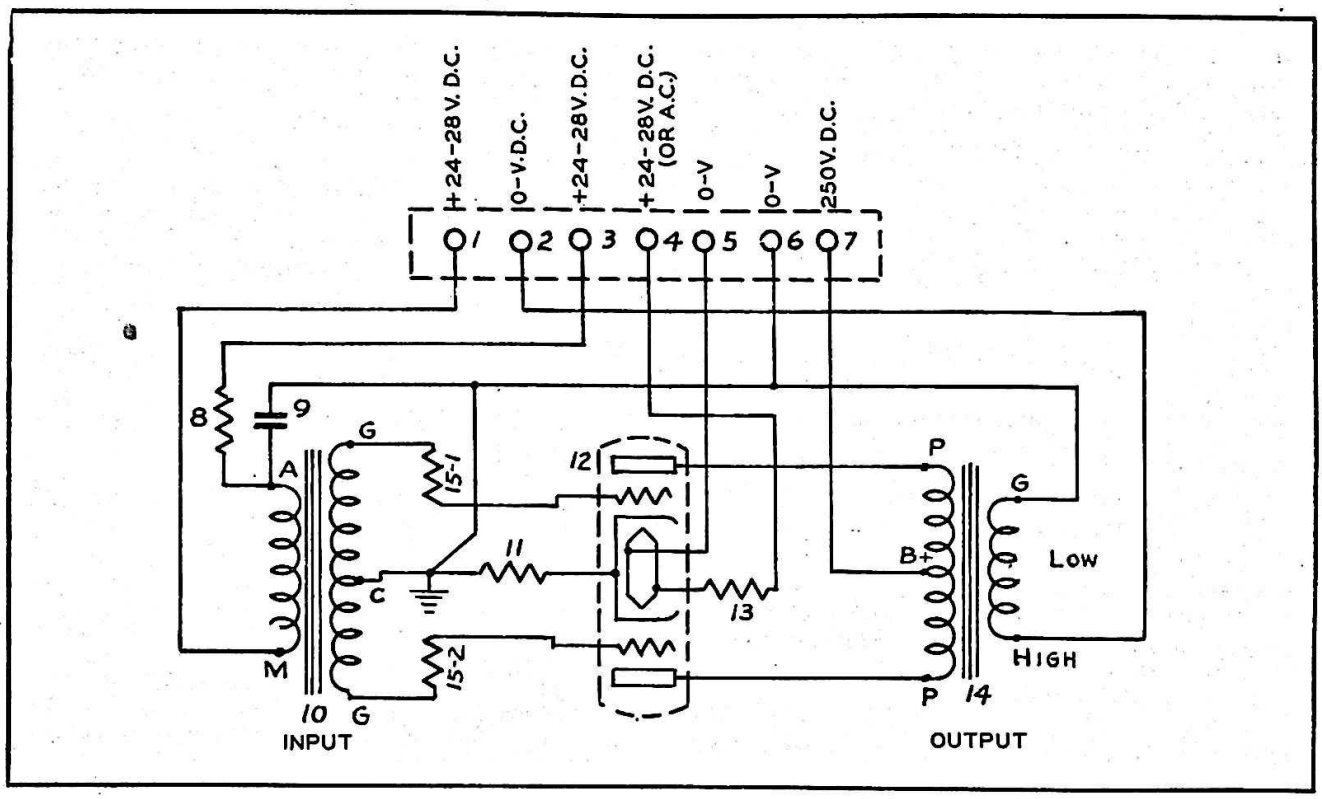
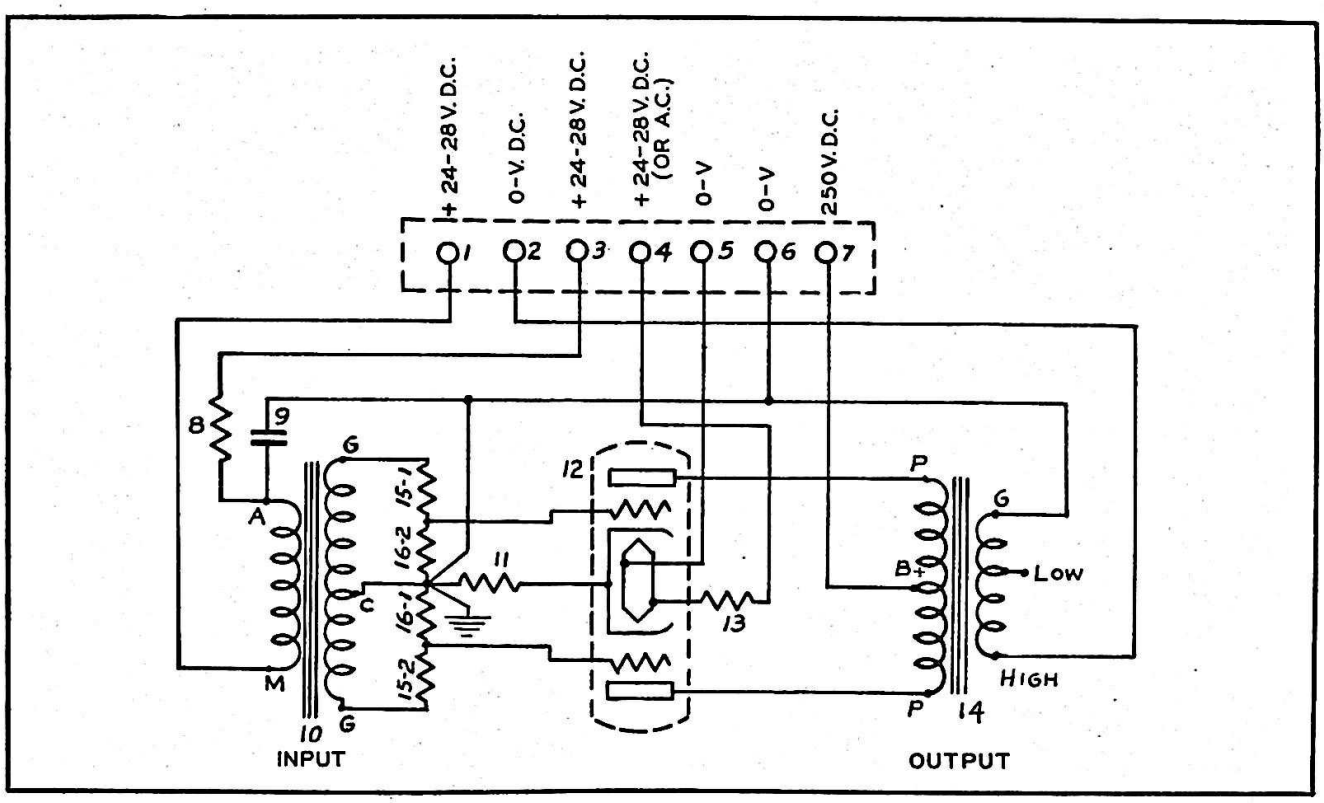

Figure 1-10. Interphone Amplifier BC-347-C—Schematic Circuit Diagram
Figure 1-11. Interphone Amplifier BC-347-A "Modified"—Schematic Circuit Diagram
a. INTERPHONE AMPLIFIER BC-347-C.—(See figure 1-10.) Primary power for the amplifier tube filaments and the microphone is obtained from the aircraft battery through the main battery switch and enters the amplifier on terminals 3 and 4 of the jack terminal strip. A 35-ohm series resistor 13 drops the 28 volt d-c line voltage to the 6.3 volts required for the filaments of tube JAN-6F8G. (VT-99). High voltage power for the tube is obtained from Dynamotor Unit PE-86-( ) or the dynamotor unit of a radio set associated with the interphone equipment, and enters the amplifier through terminal 7 of the jack terminal strip. Current for the microphone is obtained from the 28 volt d-c line at terminal 3 of the plug terminal strip through the 350-ohm resistor (8). The 50 microfarad electrolytic capacitor (9) in conjunction with 350 ohm resistor (8) filters the audio noise in the d-c line, from the microphone circuits. The 450-ohm resistor 11 provides self-bias for the tube. With a microphone connected to the input of the amplifier (between terminal 1 and terminal 6 of the jack terminal strip), the microphone switch closed, and the microphone spoken into, the variation in the resistance of the microphone, resulting from speech, causes a variation in current through the primary of the input transformer 10, which develops a varying current across this winding. The input transformer couples the a-c voltage developed across its primary to the grids of the tube. This voltage is amplified by the tube and developed across the primary of the output transformer 14. The output transformer couples the output to the headset load. The 350,000-ohm resistors 15 connected in series with each grid, reduce the output of the amplifier at frequencies above 4000 cycles and also reduces any tendency toward oscillation.
b. INTERPHONE AMPLIFIER BC-347-A "MODIFIED." (See figure 1-11).—Interphone Amplifier BC-347-A "Modified" is similar to Interphone Amplifier BC-347-C (See Fig. 1-10) except that the turns ratio of the transformers are different and a grid resistor network, consisting of two 2-megohm resistors 15 and two 750,000-ohm resistors 16, is used in place of the 350,000-ohm resistors 15 employed in Interphone Amplifier BC-347-C.